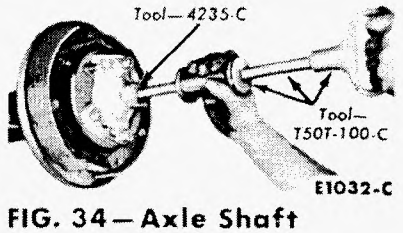

FIG. 34—Axle Shaft Removal
2. If the rear carrier plate is being replaced, rotate the axle shaft so that the hole in the axle shaft flange aligns with the carrier plate retaining nuts, then remove the nuts. Pull the axle shaft assembly out of the housing with tool 4235-A (Econoline), tool T60K-4234-A (Falcon), or tool 4235-C (Fairlane, Galaxie, Thunderbird, and 100-Series Trucks), and a slide hammer (Fig. 34). Lift off the carrier plate.